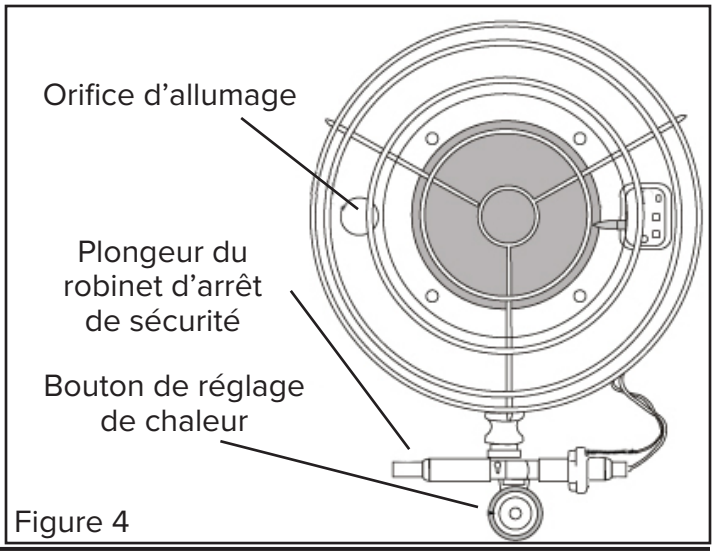

Figure 4
6. Insérer une allumette allumée dans le trou d'allumage, dans le réflecteur. (Voir la Figure 4.)